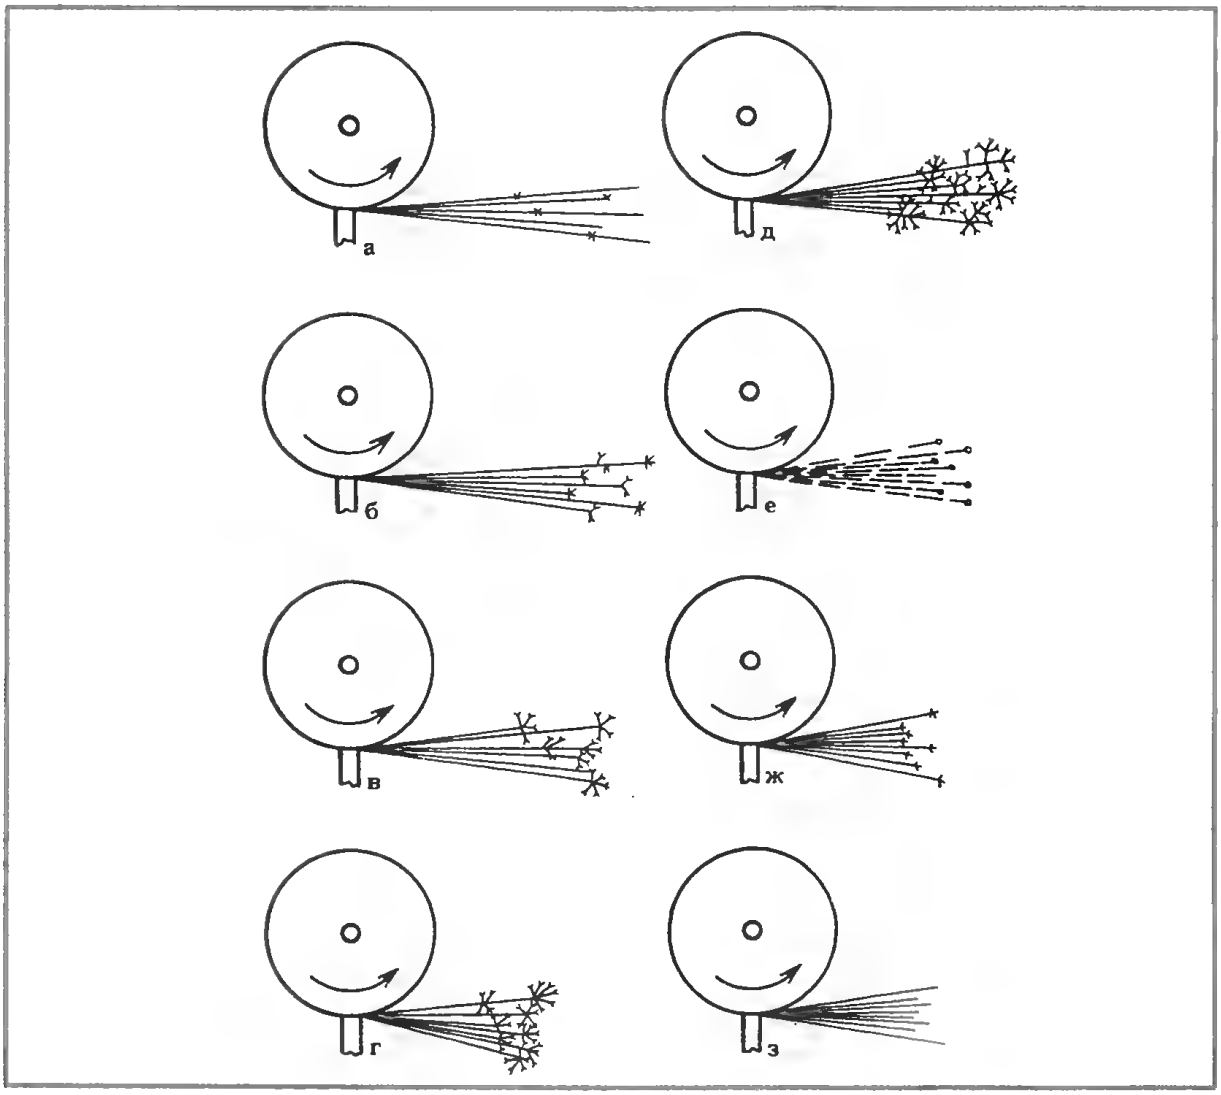

Рис. 6
Довольно точно можно определить марку стали по образующему пучку искр на наждачном круге. Форма и длина нитей искр, цвет искр и количество, ширина пучка искр различны для разных марок стали. На рис. 6 приведены формы пучков искр для некоторых марок стали:
– малоуглеродистая сталь – однородные непрерывные соломенно-желтые нити искр с небольшим количеством звездочек (рис. 6, *а*);
– углеродистая сталь с содержанием углерода около 0,5% – пучок светло-желтых нитей искр со звездочками на конце (рис. 6, *б*);
– инструментальные стали У7–У10 – расходящийся пучок светло-желтых нитей искр с повышенным количеством звездочек на конце (рис. 6, *в*);
– инструментальные стали У12, У13 – плотный и короткий пучок светлых нитей искр с очень большим количеством звездочек на концах нитей, при этом звездочки более разветвленные (рис. 6, *г*);
– сталь с содержанием хрома – плотный пучок темно-красных нитей искр с большим количеством желтых звездочек на концах нитей, звездочки сильно разветвленные (рис. 6, *д*);
дочки каплеобразной формы (рис. 6, *е*);
– пружинная сталь с содержанием кремния – широкий пучок темно-желтых нитей искр, на концах которых образуются небольшие звездочки более светлого цвета (рис. 6, *ж*);
– быстрорежущая сталь с присадкой кобальта – широкий пучок темно-желтых нитей искр без звездочек на конце (рис. 6, *з*).